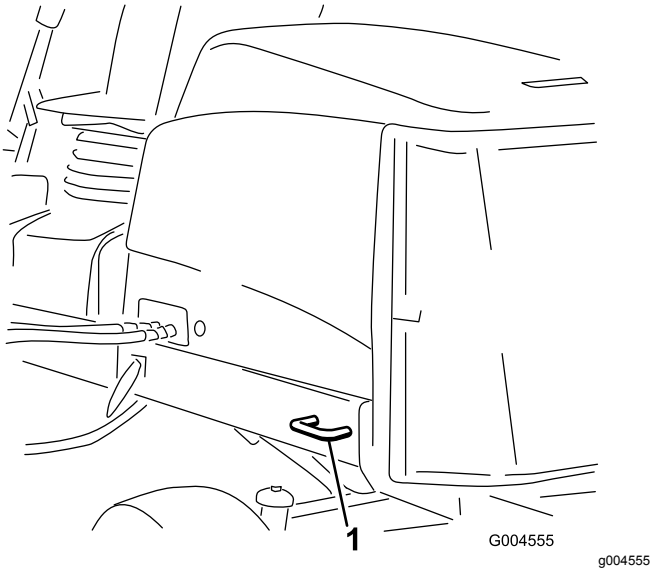

Figur 71
- Bak – på båda sidor av maskinen, på den bakre ramen (Figur 71)